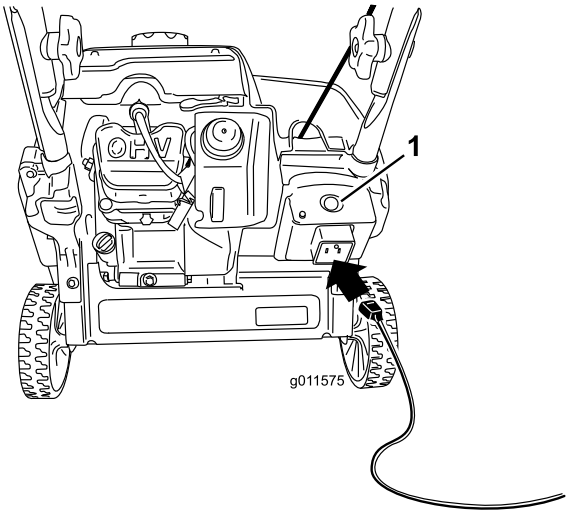
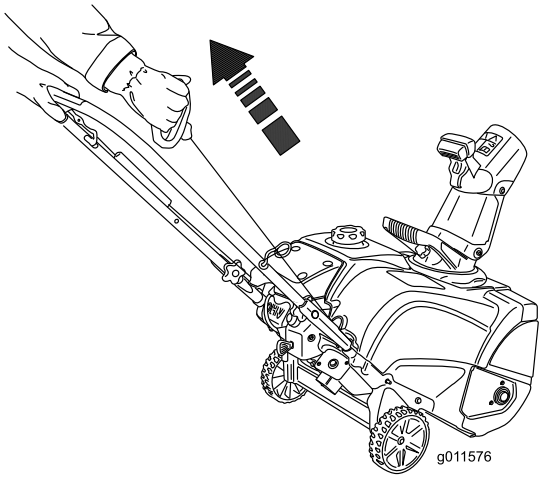

Rysunek 19
Rysunek 20
4. Podłącz przedłużacz do źródła zasilania i maszyny, po czym naciśnij przycisk rozrusznika elektrycznego (tylko model 38283) (Rysunek 19) lub pociągnij za uchwyt rozrusznika linkowego (Rysunek 20).